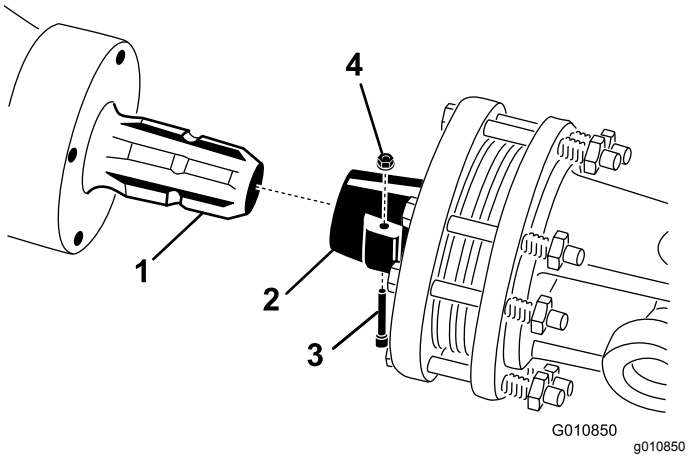

**Figur 23**
1. Fjern tappen og mutteren fra kraftuttaksakselen (Figur 23).
2. Koble clutchenden på kraftuttaksakselen til den inngående akselen på luftemaskinens girkasse, ved hjelp av tappen og mutteren som du fjernet tidligere (Figur 23).